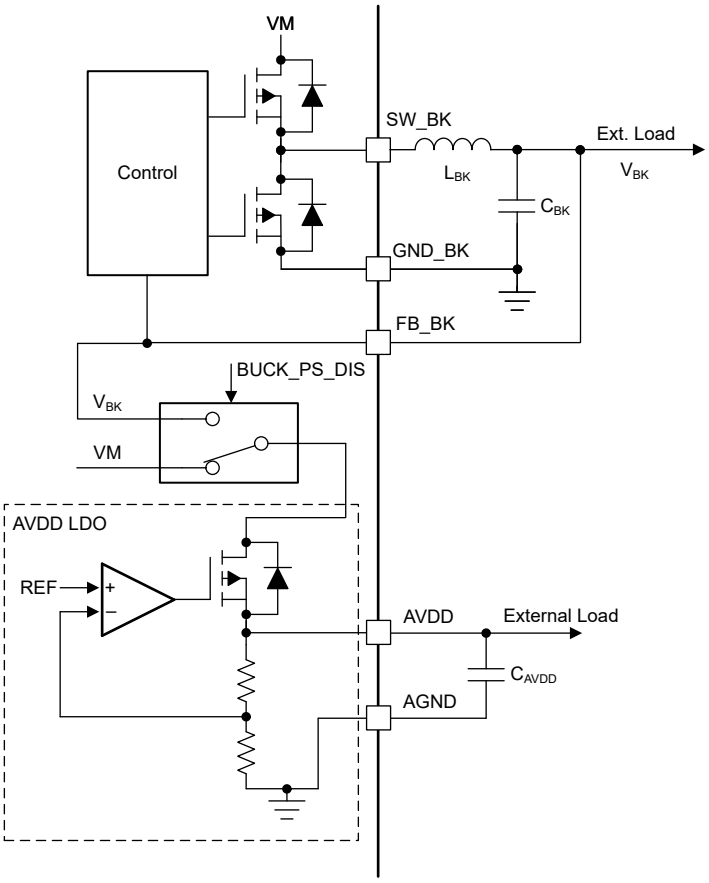

**Figure 7-5. AVDD Power Sequencing from Mixed Mode Buck Regulator**
The AVDD LDO has an option of using the power supply from mixed mode buck regulator to reduce the device power dissipation. The power sequencing mode allows on-the-fly changeover of AVDD LDO input from DC mains (VM) to buck output ($V_{BK}$) as shown in Figure 7-5. This sequencing can be configured through the BUCK_PS_DIS bit . Power sequencing is supported only when buck output voltage is set to 5-V or 5.7-V.